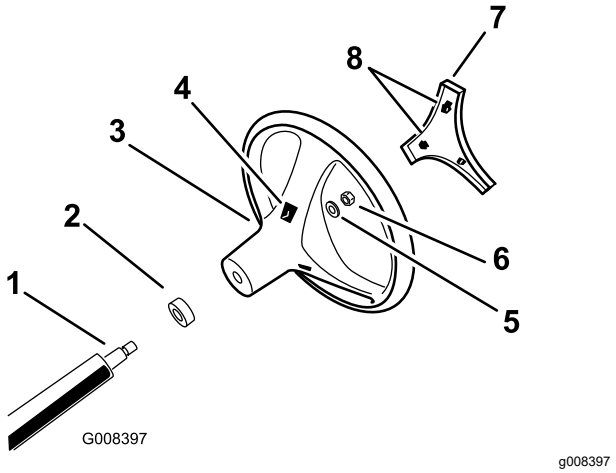

Figuur 3
4. Zet het stuurwiel met de borgmoer vast aan de stuuras (Figuur 3). Draai de borgmoer vast met een torsie van 24 tot 29 N·m.
5. Lijn de lipjes in het kapje uit met de gleuven in het stuurwiel, en klik het kapje op de naaf van het stuurwiel (Figuur 3).